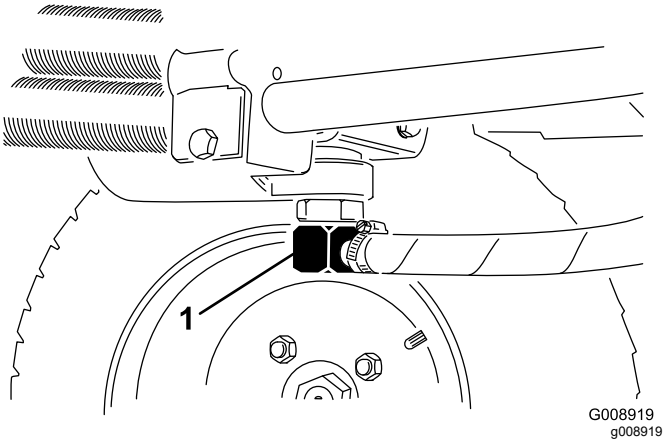
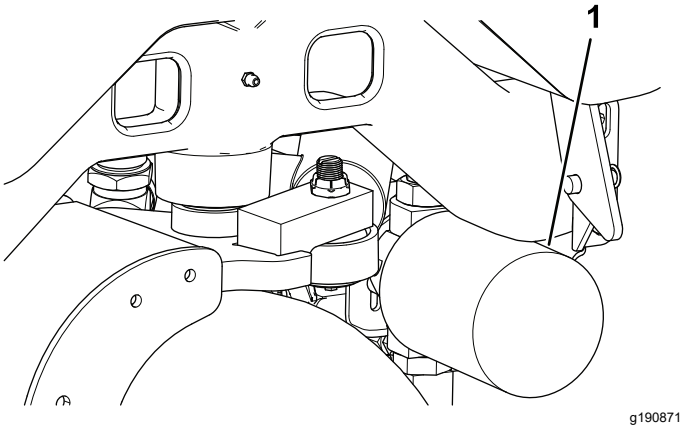

Rysunek 75
Rysunek 76
3. Odłącz przewód hydrauliczny (Rysunek 75) albo zdemontuj filtr oleju hydraulicznego (Rysunek 76) i spuść olej z układu do podstawionej wanienki.
4. Podstaw pod filtr wanienkę na olej (Rysunek 76) i odkręć filtr.